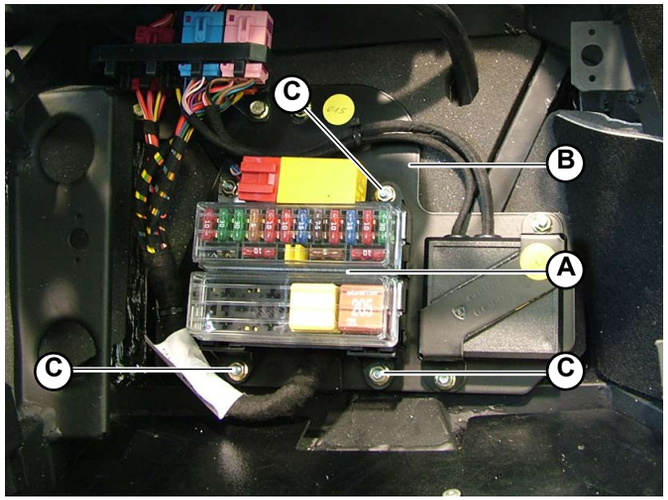

Fig.2
1. Disconnect fuse box no. 2 (**A-Fig.2**) from the fixing bracket (**B-Fig.2**) by unscrewing the 3 fixing screws (**C-Fig.2**).